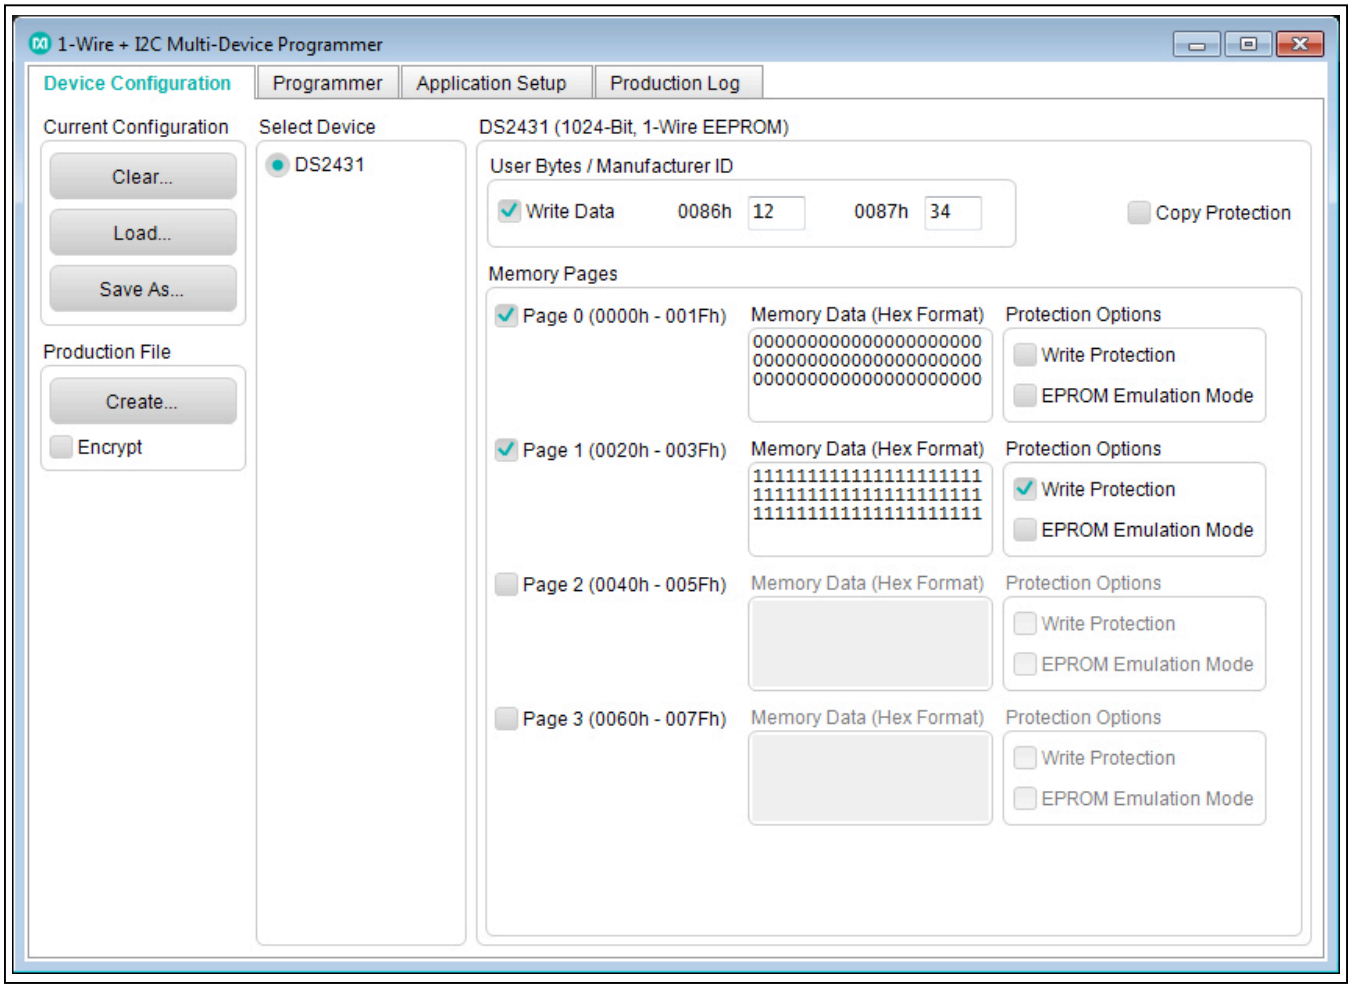

Figure 3. Device Configuration
1) Navigate to the **Device Configuration** tab, shown in Figure 3.